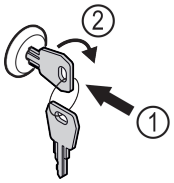

Fig. 126 Reprezentare exemplificatoare
▶ Introduceți cheia prin apăsare *Fig. 126 (1)*.
▶ Rotiți cheia cu 90° în sensul acelor de ceasornic *Fig. 126 (2)*.